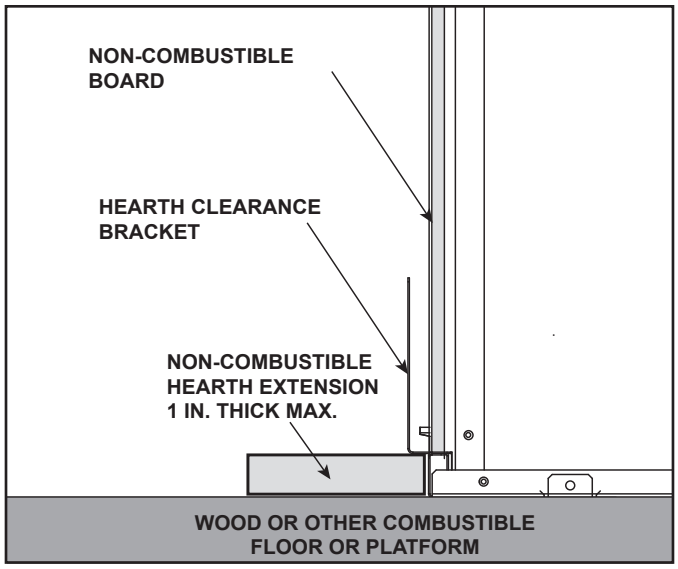
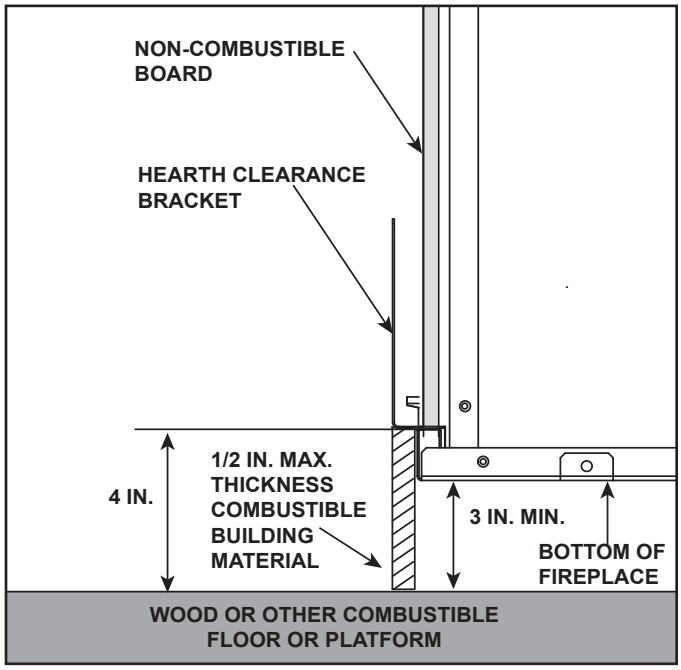

Figure 3.11 Appliance Installed on Combustible Surface Non-Combustible Hearth Extension REQUIRED.
Figure 3.12 Appliance Raised a Minimum of 3 Inches Above Combustible Surface. Non-Combustible Hearth Extension NOT REQUIRED.
- Hearth extension must be non-combustible and serves to protect combustible floors in front of appliance. See Figure 3.10 and Figure 3.11.
- The base of the fireplace may sit on a combustible surface. See Figure 3.11. The area in front of the appliance must be protected by a non-combustible hearth extension, unless the appliance is raised a minimum of three inches above the combustible floor or hearth. See Figure 3.11 and Figure 3.12.
- If a hearth greater than one inch in thickness is desired, the appliance must be raised by the equivalent height to ensure that the hearth extension does not interfere with the installation of the glass assembly required for fireplace operation. See Figure 3.11.